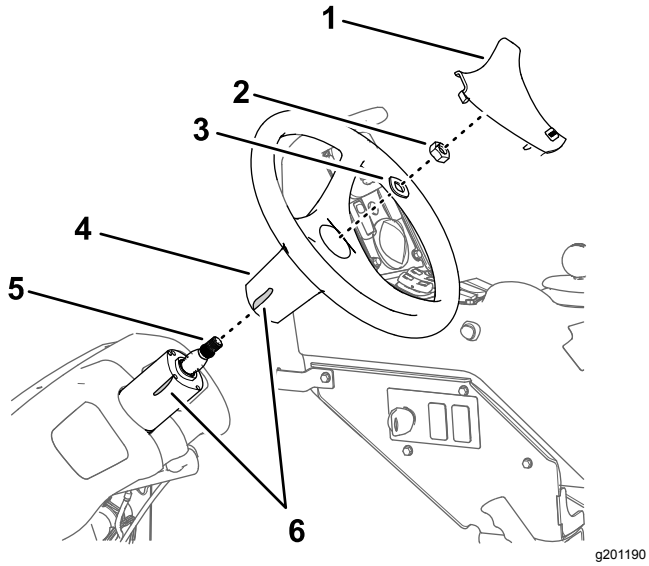

Figur 161
1. Marker placeringen af rattet til styreventilen med et stykke tape (Figur 161).
2. Afmonter dækslet fra rattet (Figur 161).
3. Afmonter møtrikken (5/8 tomme) og spændeskiven (5/8 tomme), der fastgør rattet til styreventilen, og fjern rattet (Figur 161).